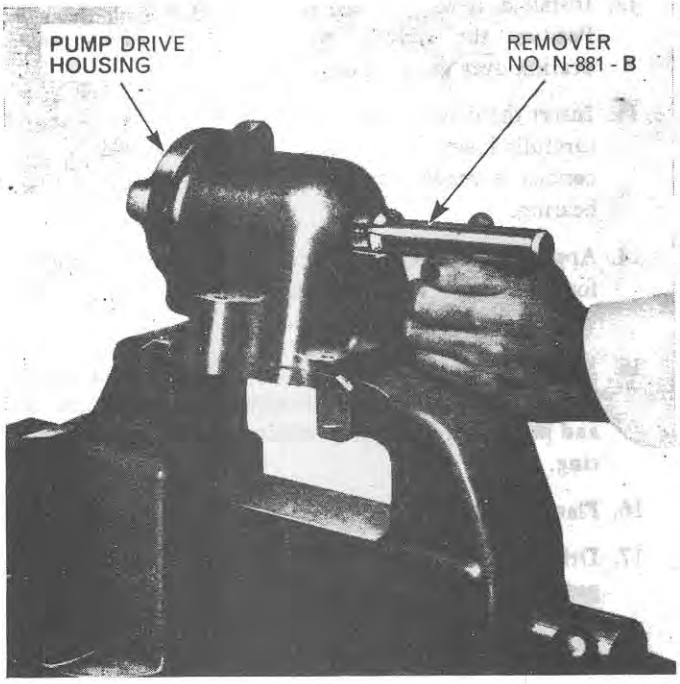

Figure 88
c. Using a soft headed hammer together with a suitable drift and Adaptor No. 630-3 remove the bearing. Alternatively use Remover No. N-881-B, Figure 88.